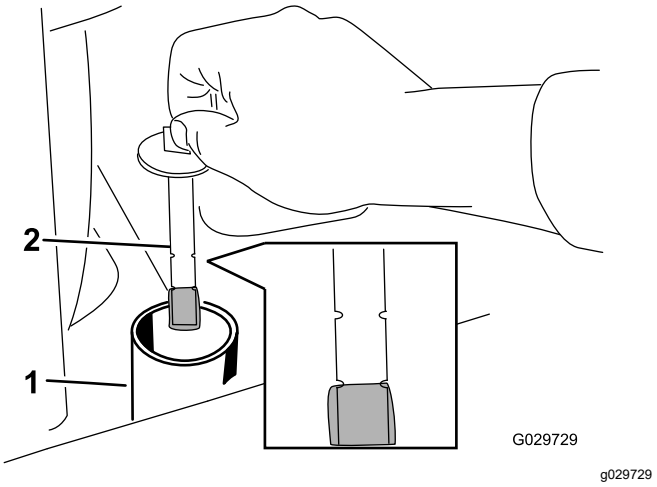

**Figura 73**
6. Retire el tapón y la varilla del depósito hidráulico (Figura 73).